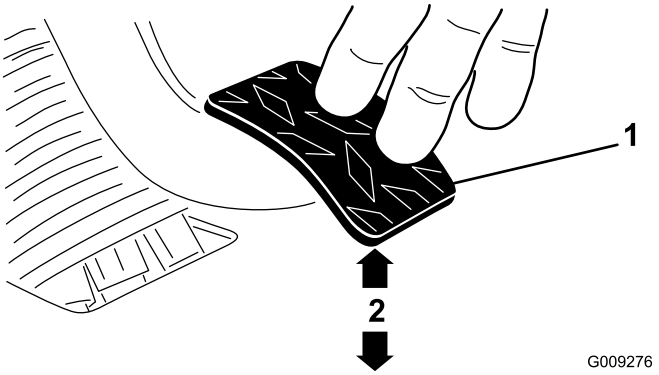

Figur 66
3. Justera kontramuttrarna eller kulleden tills den nedre bakre kanten på kopplingspedalen är 9,5 ± 0,3 cm från ovansidan av golvplattans diamantmönster när en kraft på 1,8 kg appliceras på pedalen (Figur 66).